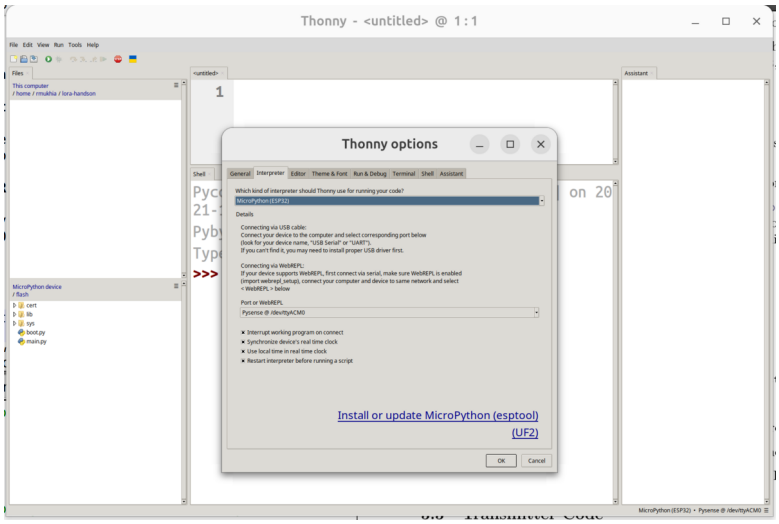

Figure 5: Thonny interpreter options window. Select *MicroPython* (*ESP32*) as the interpreter and choose the correct serial port for your LoPy4 device.
2. Open Thonny and go to *Tools* → *Options* → *Interpreter* (see Figure 5).